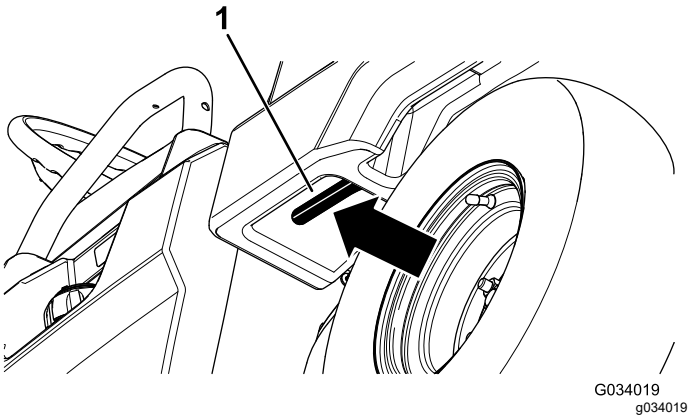

Figuur 15
1. Trek de hendel aan de linkerkant in de laadbak naar u toe en breng de laadbak omhoog (Figuur 15).
1. Til de laadbak licht omhoog door de grendelhandgreep omhoog te brengen (Figuur 15).